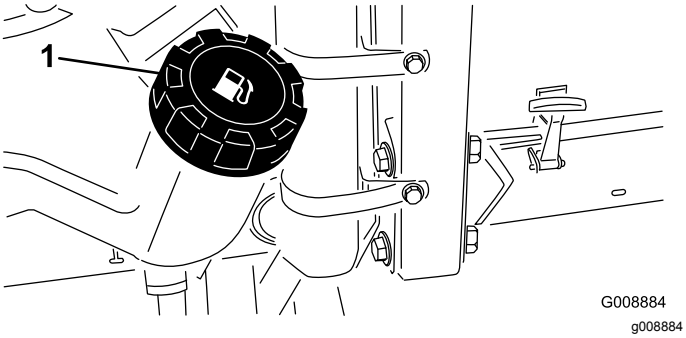

Figura 25
1. Pulite l'area circostante il tappo del serbatoio carburante (Figura 25).